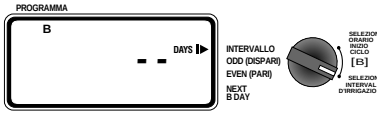

FIGURA 7: Impostazione del programma B per l'irrigazione ad intervalli
- Portare la manopola delle funzioni su **SET WATERING INTERVAL**. Il cursore lampeggia sulla destra della dicitura **INTERVAL** **[notare Figura 7].**